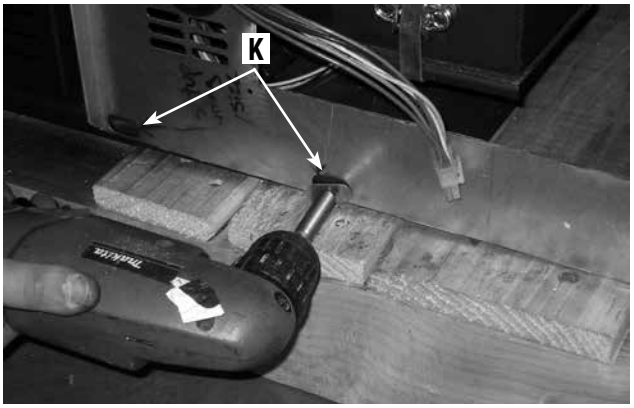

Figure 63
10. Étape finale : Prendre quatre rondelles ovales et 4 vis à tôle et en insérer deux sur chaque partie inférieure du boîtier ZC, comme illustré à la ***figure 63***. Le poêle encastrable à granules peut maintenant être installé. **Respecter toutes les distances de dégagement de l'évacuation indiquées dans le manuel d'installation et d'utilisation.**